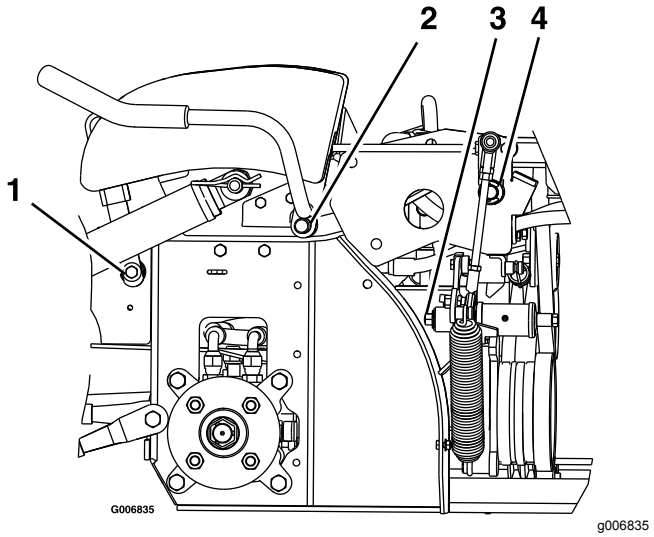

Figur 33
2. Smörj bronsbussningarna på bromshandtagets vridpunkt med ett spraysmörjmedel eller en lätt olja (Figur 33).